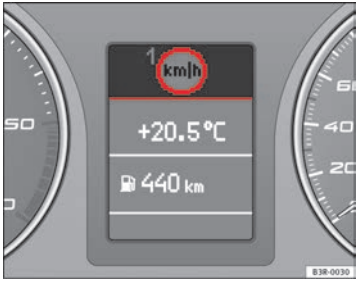

Fig. 56 Display: Speed warning function
exceeded by about 10 km/h. A warning symbol will also appear in the display ⇒ fig. 56.
The warning symbol for speed limit warning 1 ⇒ page 82, fig. 56 will appear in the display if you exceed the pre-set speed. It goes out again if the speed is reduced below the set speed limit.
– Press the CHECK button and hold it down until the symbol ⇒ page 82, fig. 56 appears.